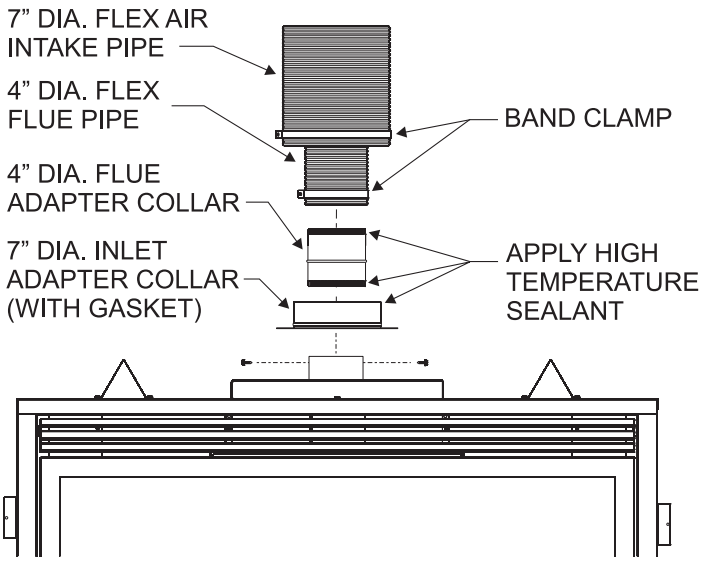

Figure 47
17. To attach the vent connections at the fireplace, be sure the 7” diameter adapter collar has been installed per step 3. Apply a bead of silicone sealant to the 4” diameter flex connector, then slide the flex pipe adapter collar into the fireplace flue collar and secure by installing a minimum of two screws through the flue collar and into the adapter. **See Figure 47.**
18. Apply sealant to the 7” diameter adapter collar, slide outer flex vent over the collar, then secure with a 7” diameter band clamp. **See Figure 47.**